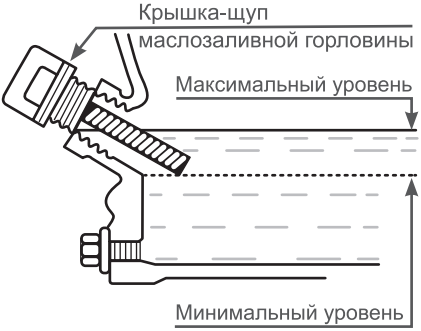

Рис. 17 Проверка уровня масла в картере
Максимальный уровень масла в картере соответствует нижней кромке заливного отверстия (Рис. 17).
4. Аккуратно извлеките щуп и осмотрите его. Уровень масла должен соответствовать верхней отметке на щупе. При недостаточном уровне масла в картере необходимо долить чистое масло до верхней отметки на щупе, что соответствует нижней кромке заливного отверстия (Рис. 17).